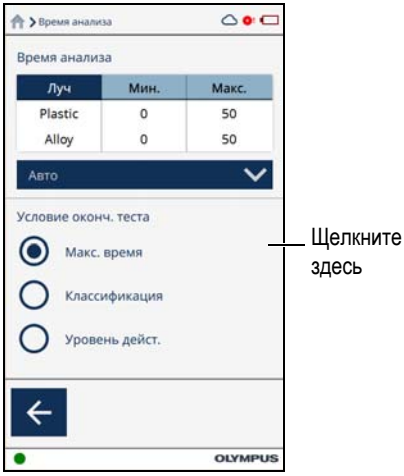

Рис. 2-90 Экран Время анализа RoHS
2. Щелкните на стрелку Вниз для отображения классификаций (см. Рис. 2-90 на стр. 95).